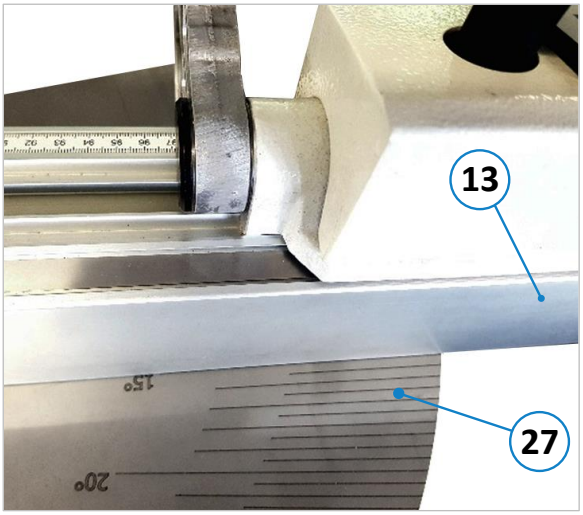

Abbildung 31: Winkelschnitte einstellen
- Längenanschlag (**13**) auf die 15° - Markierung der Platte (**27**) schieben (siehe ⇨ Abbildung 31).